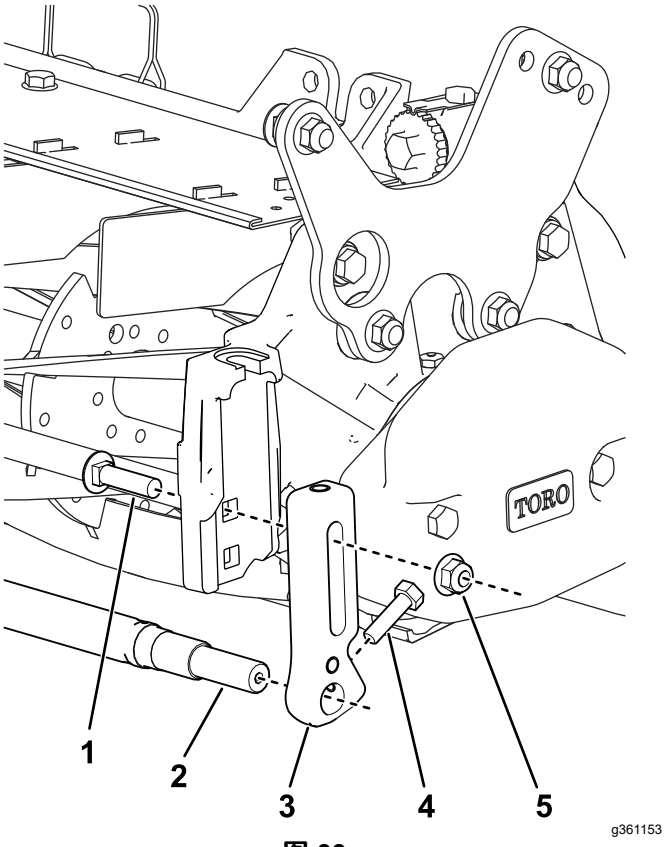

图 39
2. 使用托架螺栓和锁紧螺母将前剪草高度支架安装到侧板顶部的孔中图 39。